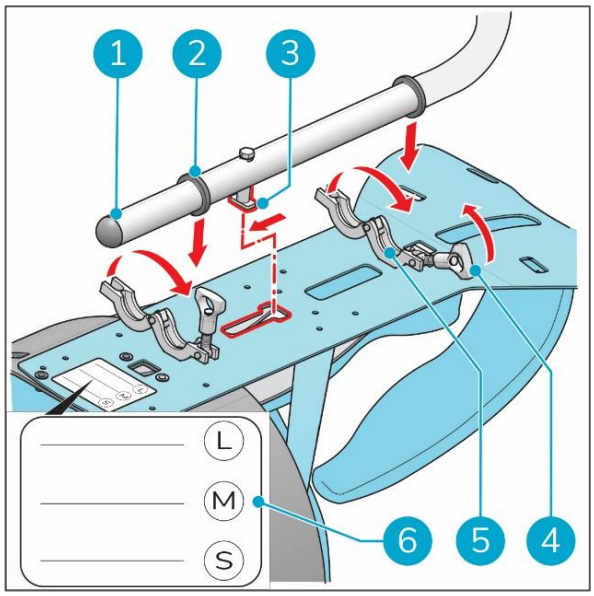

Abbildung 16
2. Platzieren Sie das Power Wash Stützrohr (Abbildung 16, Pos.1) in die geöffneten Montageklemmen (Abbildung 16, Pos. 5), mit dem Sicherheitshaken (Abbildung 16, Pos. 3) in die Öffnung im Gurtzeug.
3. Schieben Sie das Rohr auf die gewünschte Arbeitshöhe: Groß, Mittel oder Klein (Abbildung 16, Pos. 6).
4. Achten Sie darauf, die Gummiringe (Abbildung 16, Pos. 2) in die Montageklemmen zu stecken.